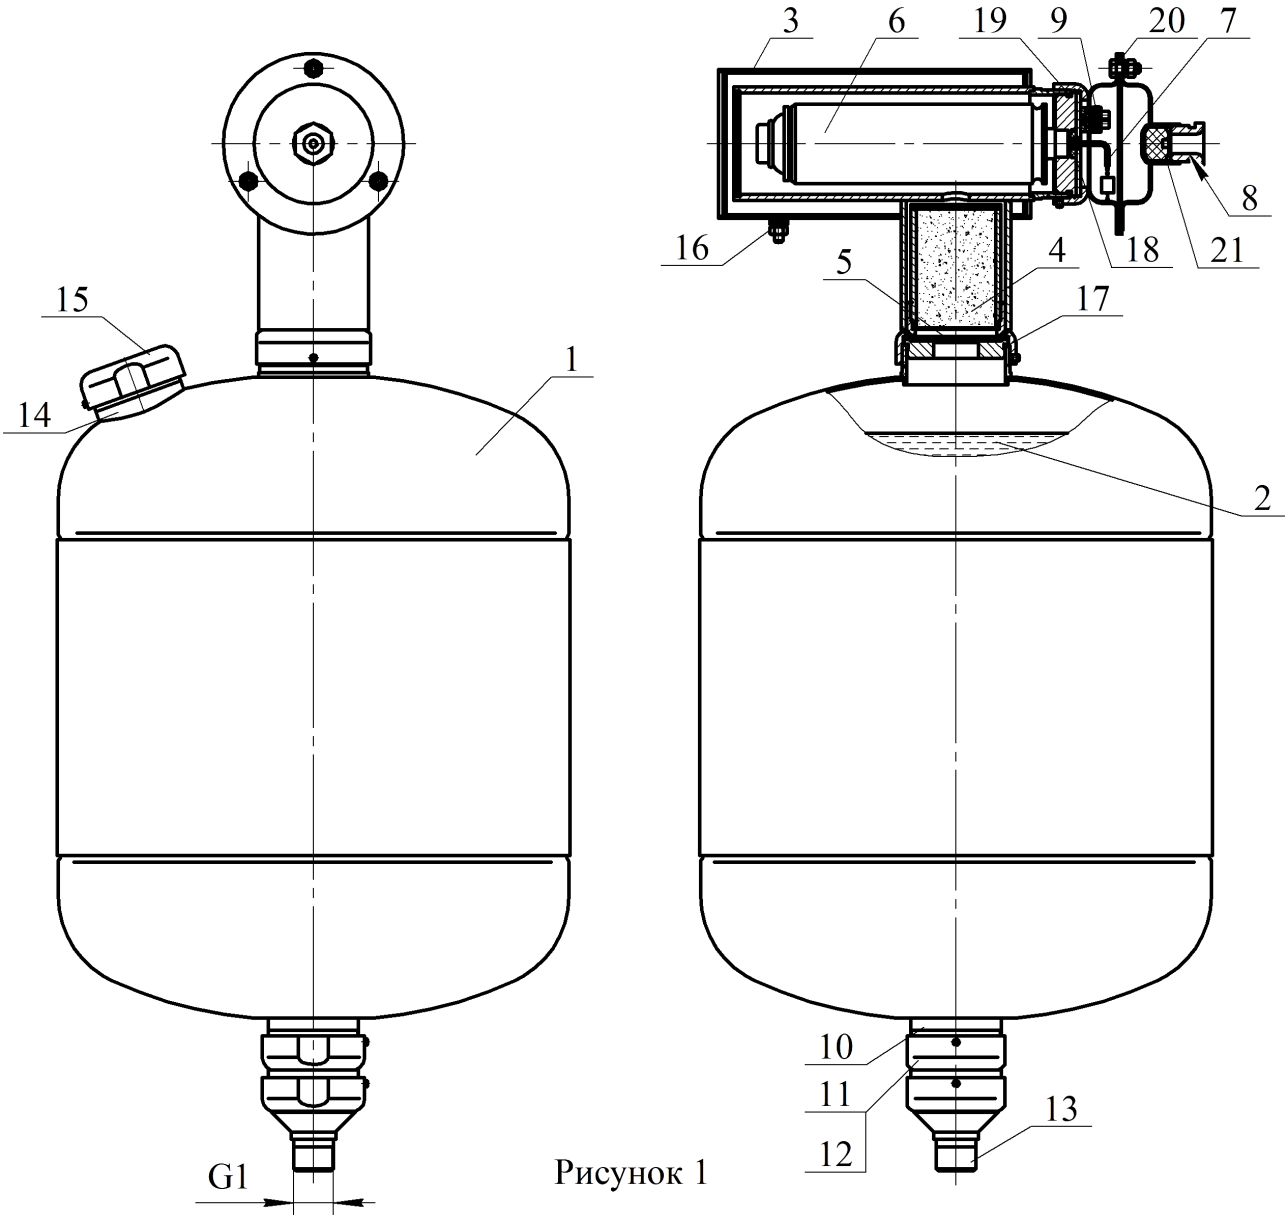

Рисунок 1
4.1.1 МУПТВ (см. рисунок 1) состоит из корпуса **1**, заправленного ОТВ **2**, газогенерирующего устройства **3** и мембранного рабочего узла, смонтированного в нижней части модуля. Канал со встроенным фильтрующим элементом **4** для очистки газа, соединяющий газогенерирующее устройство **3** с внутренней полостью корпуса **1**, загерметизирован эластичной прокладкой **5**. В корпусе газогенерирующего устройства установлен ИХГ **6** с элементом электропусковым **7**. Газогенерирующее устройство снабжено вводной коробкой с герметичным кабельным вводом **8**. Монтажный кабель через кабельный ввод **8** входит во вводную коробку и через зажим контактный винтовой **9** соединяется с проводами элемента электропускового **7**. В мембранном узле сопловое отверстие **10**, предназначенное для выхода ОТВ, перекрыто срезной мембраной **11**, которая поджата гайкой **12**. С гайкой **12** через фильтрующий элемент соединен штуцер **13** с наружной резьбой G1, предназначенный для соединений МУПТВ с трубной разводкой или переходником для направленной подачи ОТВ. В верхней части корпуса расположены горловина **14** для заливки ОТВ и предохранительный клапан **15.** МУПТВ имеет заземляющий зажим **16**.
6.5.1 Залить в отверстие верхней горловины **14** (см. рисунок 1) воды по ГОСТ 6709-72, СанПиН 2.1.4.1074-01 (температура воды должна быть плюс (15…25)ºС) объемом $27{,}0^{+0{,}4}$ дм^3. Открыть упаковку с жидкой добавкой к воде и залить ее в отверстие верхней горловины **14**.
6.6.3 Полученный раствор ОТВ залить в отверстие верхней горловины **14** (см. рисунок 1). Для окончательного приготовления ОТВ открыть упаковку с жидкой добавкой и залить ее в отверстие верхней горловины **14**.
6.8 Соединить штуцер **13** (см. рисунок 1) с трубной разводкой.